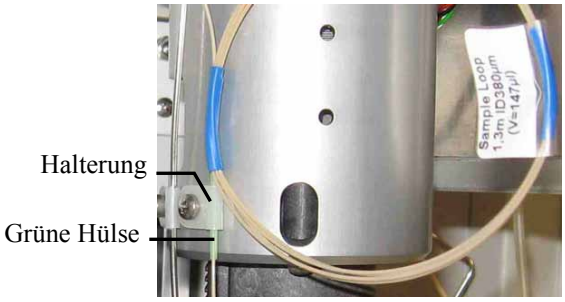

Abb. 54: Probenschleife, eingebaut
- ♦ Die grüne Hülse der Probenschleife muss in der Halterung am Injektionsventilhalter liegen (→ Abb. 54). Nur dann ist die Probenschleife korrekt installiert.